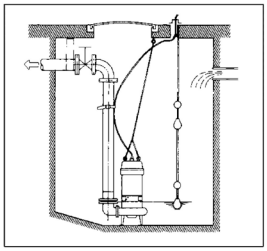

Fig. 1
(1) Limpe o local de instalação.
(2) O cabo elétrico não deve sofrer nenhum tipo de tração enquanto a bomba estiver sendo transportada ou instalada. Use uma corrente ou cabo de aço preso à alça para içar a bomba.
(3) Certifique-se que a bomba será instalada verticalmente em uma base estável e nivelada.
(4) Instale a bomba em um local dentro da estação onde a turbulência seja mínima.
(5) Caso exista algum tipo de fluxo de líquido dentro do tanque, fixe o cabo elétrico em local apropriado (Veja fig.1).
(6) Instale a tubulação de maneira que não ocorra entrada de ar, se a tubulação tiver que ser instalada de maneira que seja inevitável a entrada de bolhas de ar, instale uma válvula de alívio de ar na linha.
(7) Não permita que o final da tubulação de descarga fique submersa, pois pode ocorrer contra fluxo quando da parada da bomba.
(8) Bombas DG (todas) e BST/TSBT (trifásicas) não possuem sistema automático de controle de nível baseado em bóias. Não opere a bomba por muito tempo o nível baixo de água, próximo ao nível mínimo. Caso isso aconteça o motor poderá superaquecer, acionando o protetor térmico.